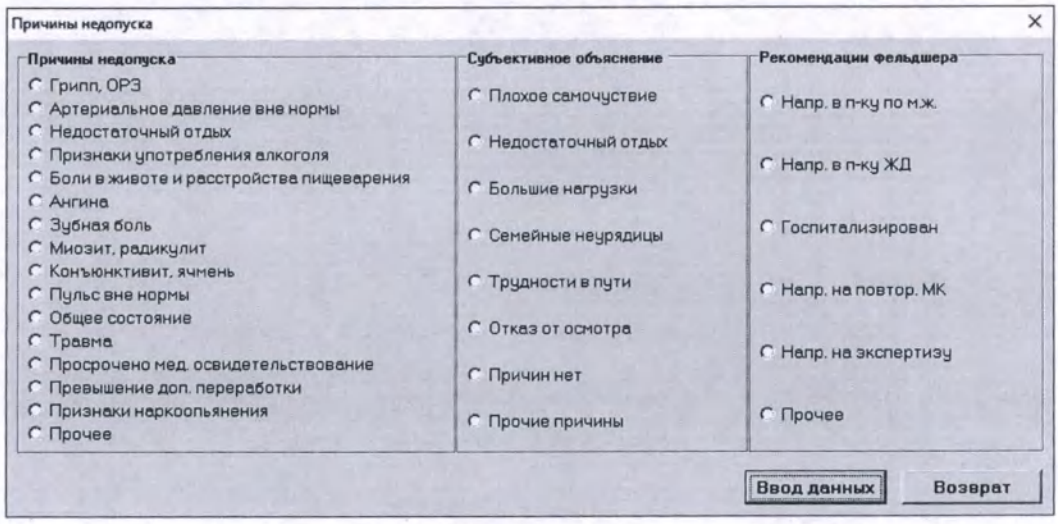

Рисунок 8.14
2.4.11.15 Если принято решение о недопуске обследуемого работника, нажмите кнопку «Не допущен». В случае выбора кнопки «Не допущен» появится форма: «Причины недопуска» (рисунок 8.14), в которой с помощью курсора мыши следует отметить по одному пункту в каждой из следующих трех групп: «Причины недопуска», «Субъективные объяснения» и «Рекомендации фельдшера». Отметив необходимые пункты, нажмите кнопку «Ввод данных».